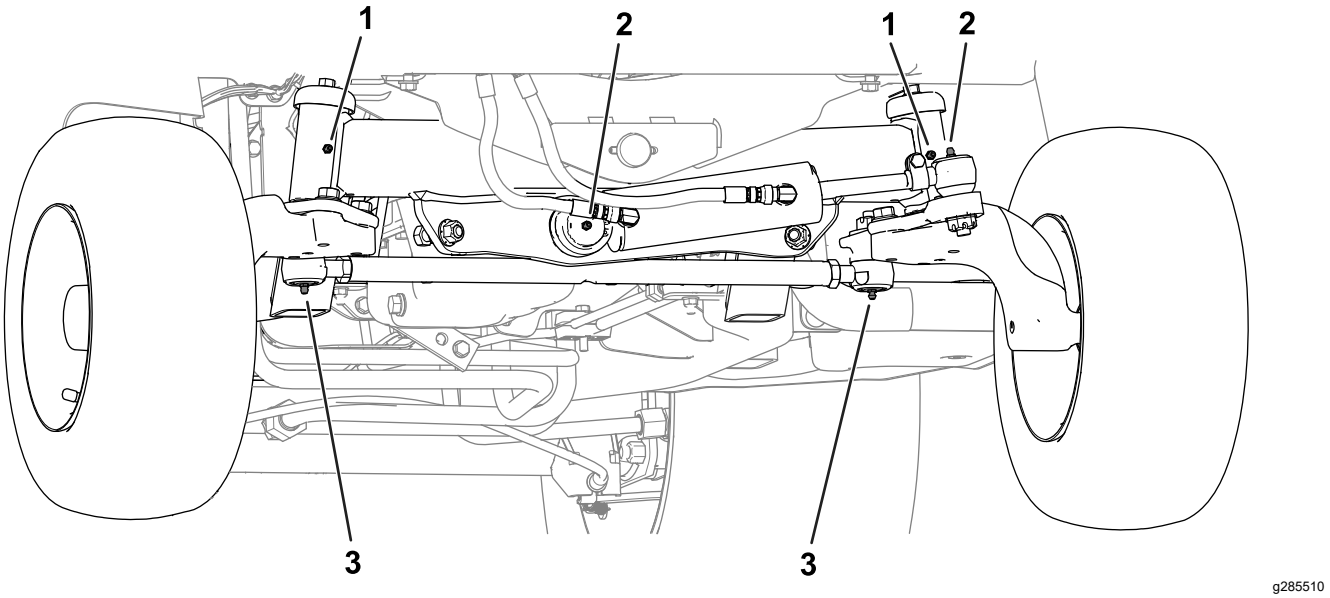

Figure 51
- **Arrière de la machine** (Figure 51) :
- Rotule de vérin hydraulique (2)
- Moyeux de pivot de fusée (2)
- Embouts de biellettes (2)